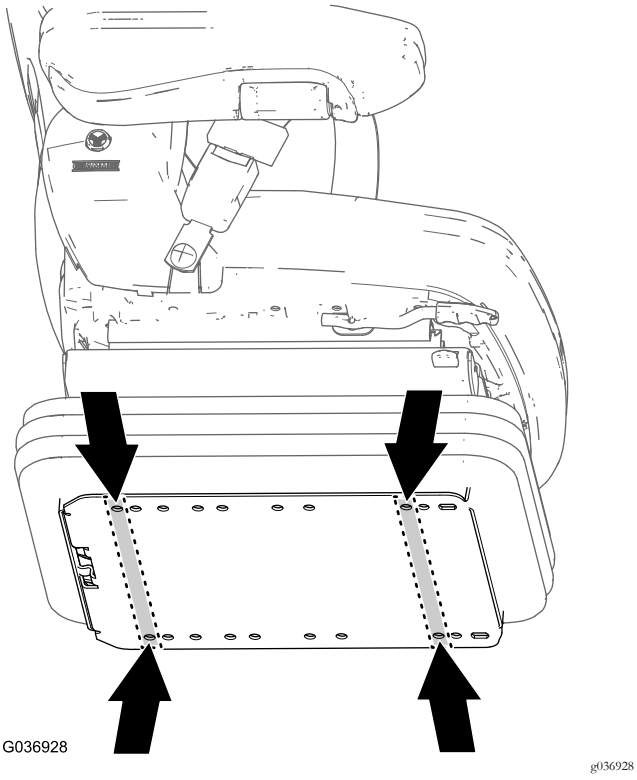

Figura 16
1. Na placa inferior do banco novo, localize os orifícios de montagem do banco da sua máquina (Figura 16).